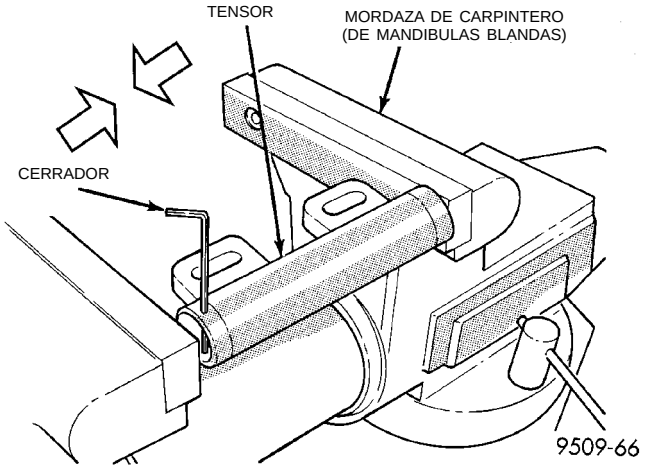

Fig. 49 Compresión del tensor de la correa de distribución
(1) Cuando se retira el tensor del motor, es necesario oprimir el émbolo en el cuerpo del tensor.
(2) Coloque el tensor en una mordaza de mandíbulas blandas y lentamente oprima el émbolo (Fig. 49).